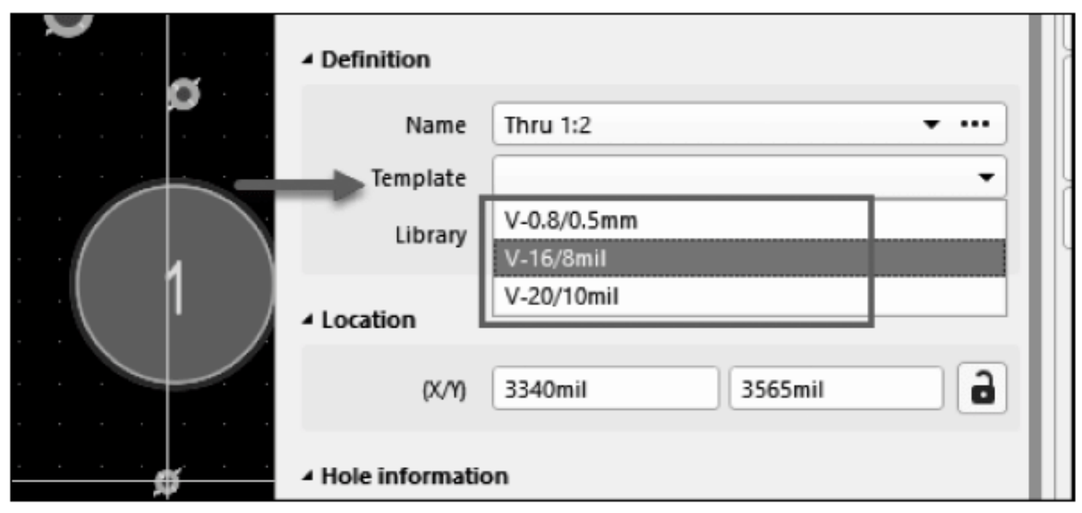

图 1-291　放置焊盘/过孔时选择模板
(6) 已经放置过的焊盘或者过孔模板,会自动添加到焊盘/过孔属性面板的模板列表中,用户在 PCB 中按照常规的方法添加焊盘/过孔时可在 Properties(属性)面板中的模板下拉列表框中选择已经放置过的焊盘/过孔模板,如图 1-291 所示。